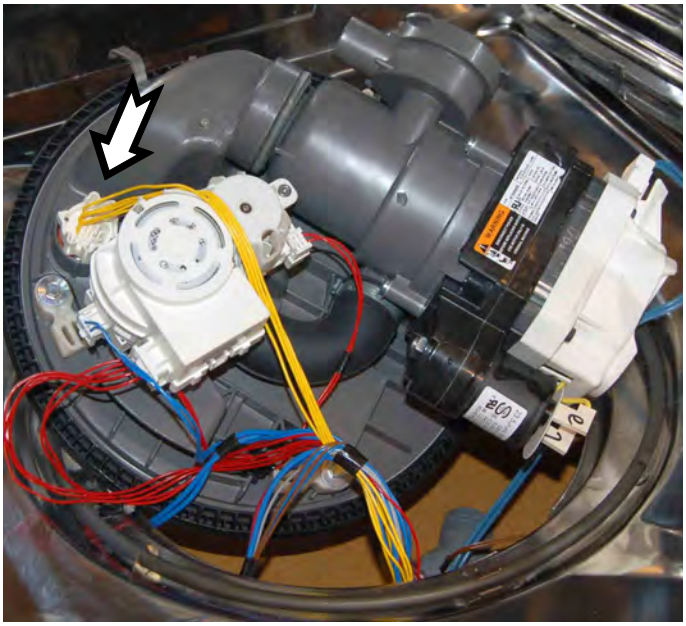

Figure 1
2. Locate Optical Water Indicator on bottom of sump assembly (see Figure 1).